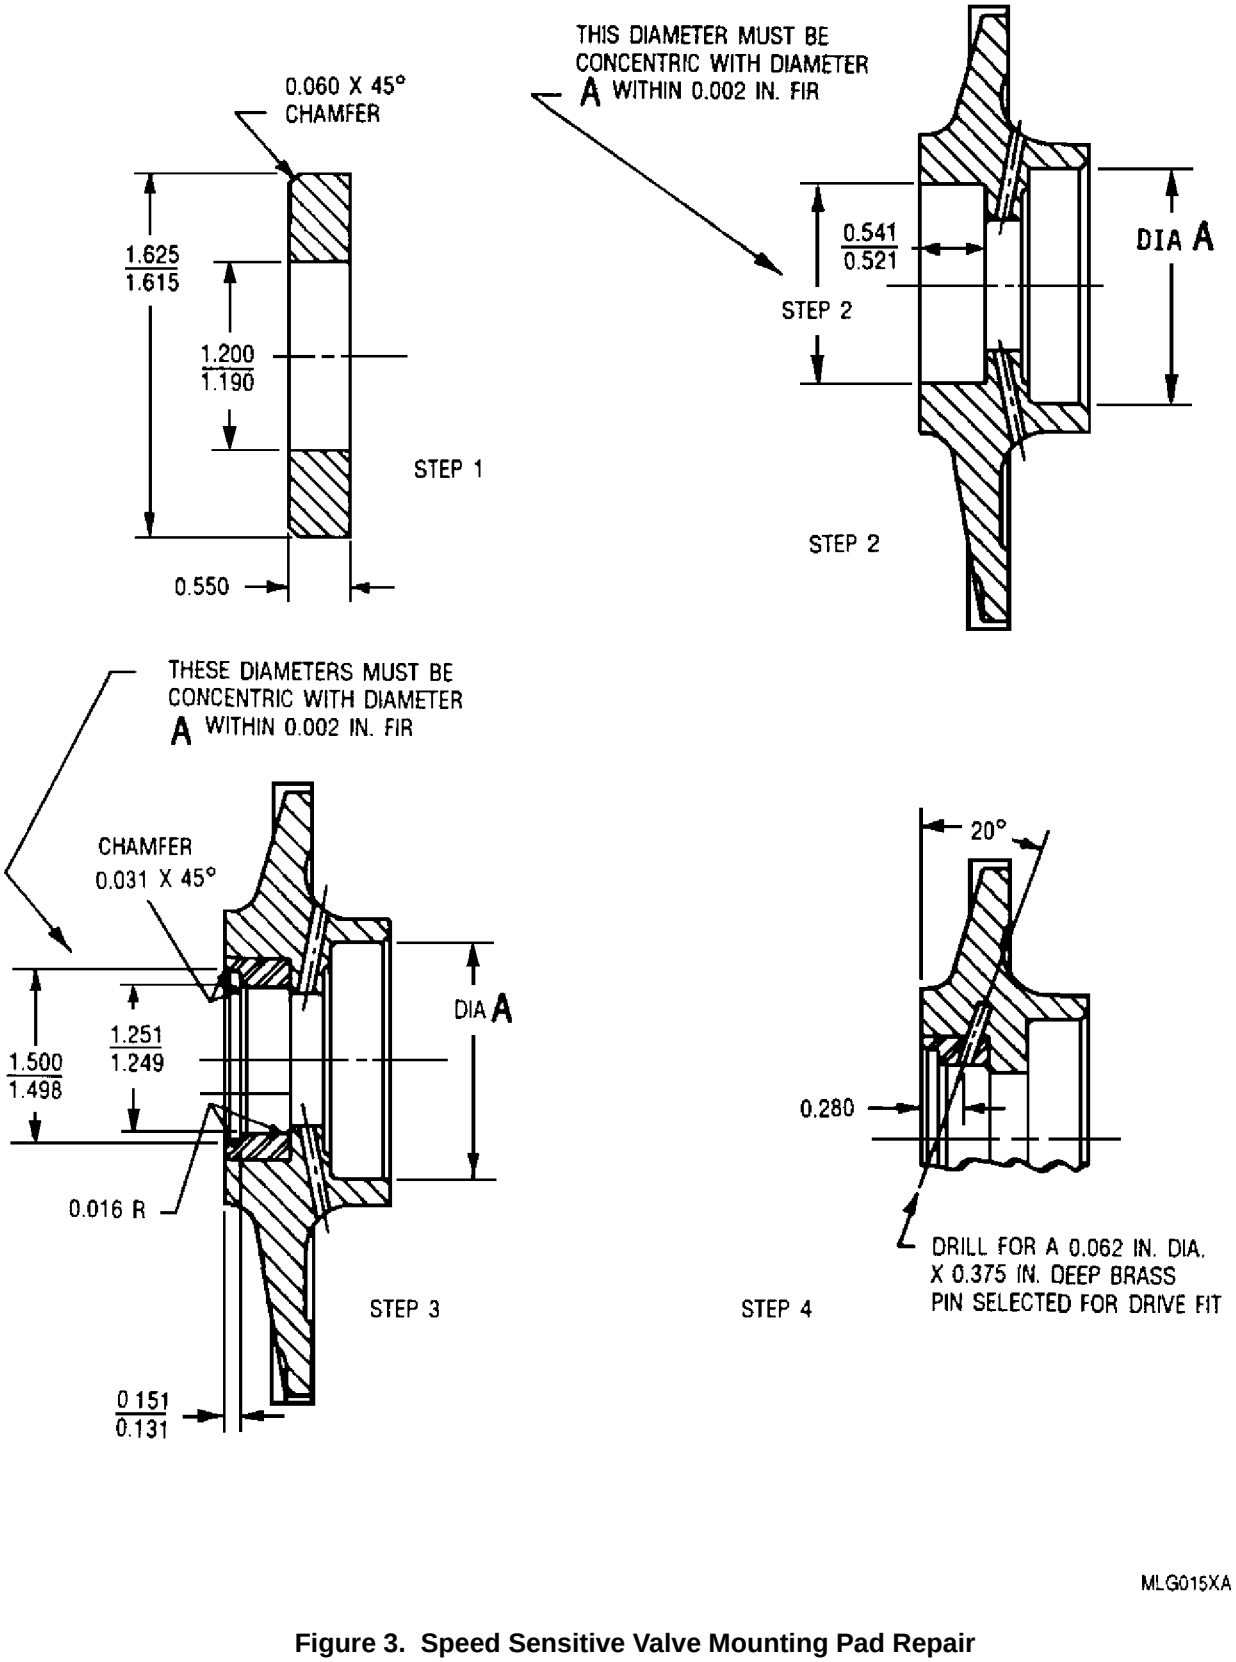

Figure 3. Speed Sensitive Valve Mounting Pad Repair
a. Fabricate a bushing from magnesium or aluminum per figure 3, step 1.